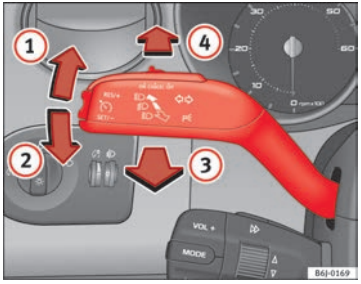

Fig. 59 Turn signal and main beam headlight lever
– Move the lever all the way up ⇒ fig. 59 (1) to indicate **right**, and all the way down (2) to indicate **left**.
– Press the lever forward ⇒ fig. 59 (4) to switch on the main beams.